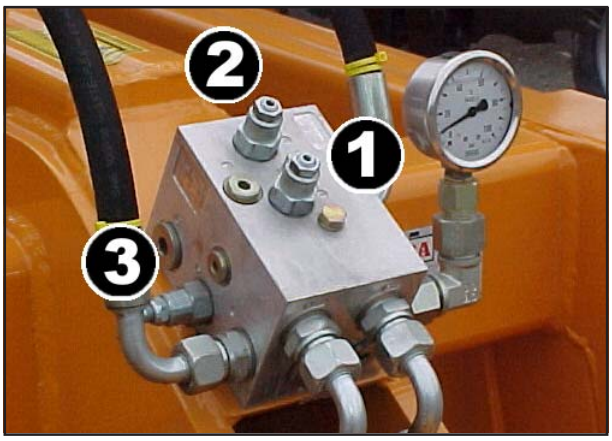

Fig. 2.02: Manifold Block
9. Check the wing pressure on the gauge (shown in Fig. 2.02). If this is above or below the desired value then pressurise the wings to fold which will zero the setting. Increase the pressure on the cylinder side by adjusting the valve (Fig.2.02, valve 3) clockwise. By rotating anticlockwise the pressure will be reduced (see page 34 for more details). Pressurise to unfold until the required pressure is achieved.